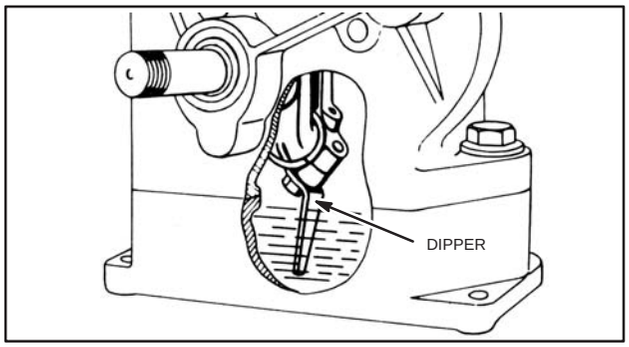

Fig. 558 – SPLASH SYSTEM
In the splash system, the dipper dips into the oil reservoir in base of engine. It has no pumps or moving parts, Fig. 558.
** Splash System (See Fig. 558.),